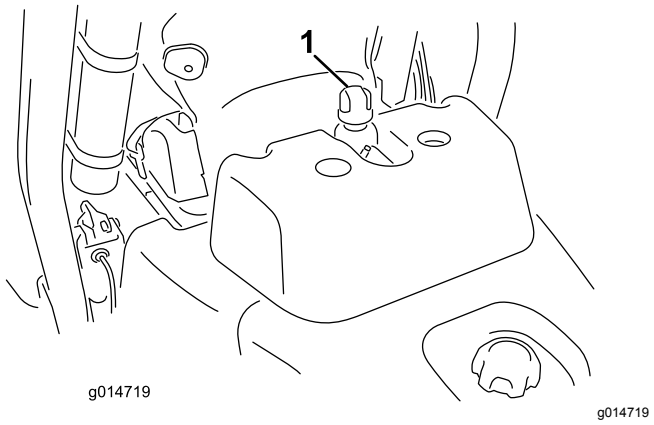

Figur 25
2. Skruva av hydraultanklocket (Figur 25).